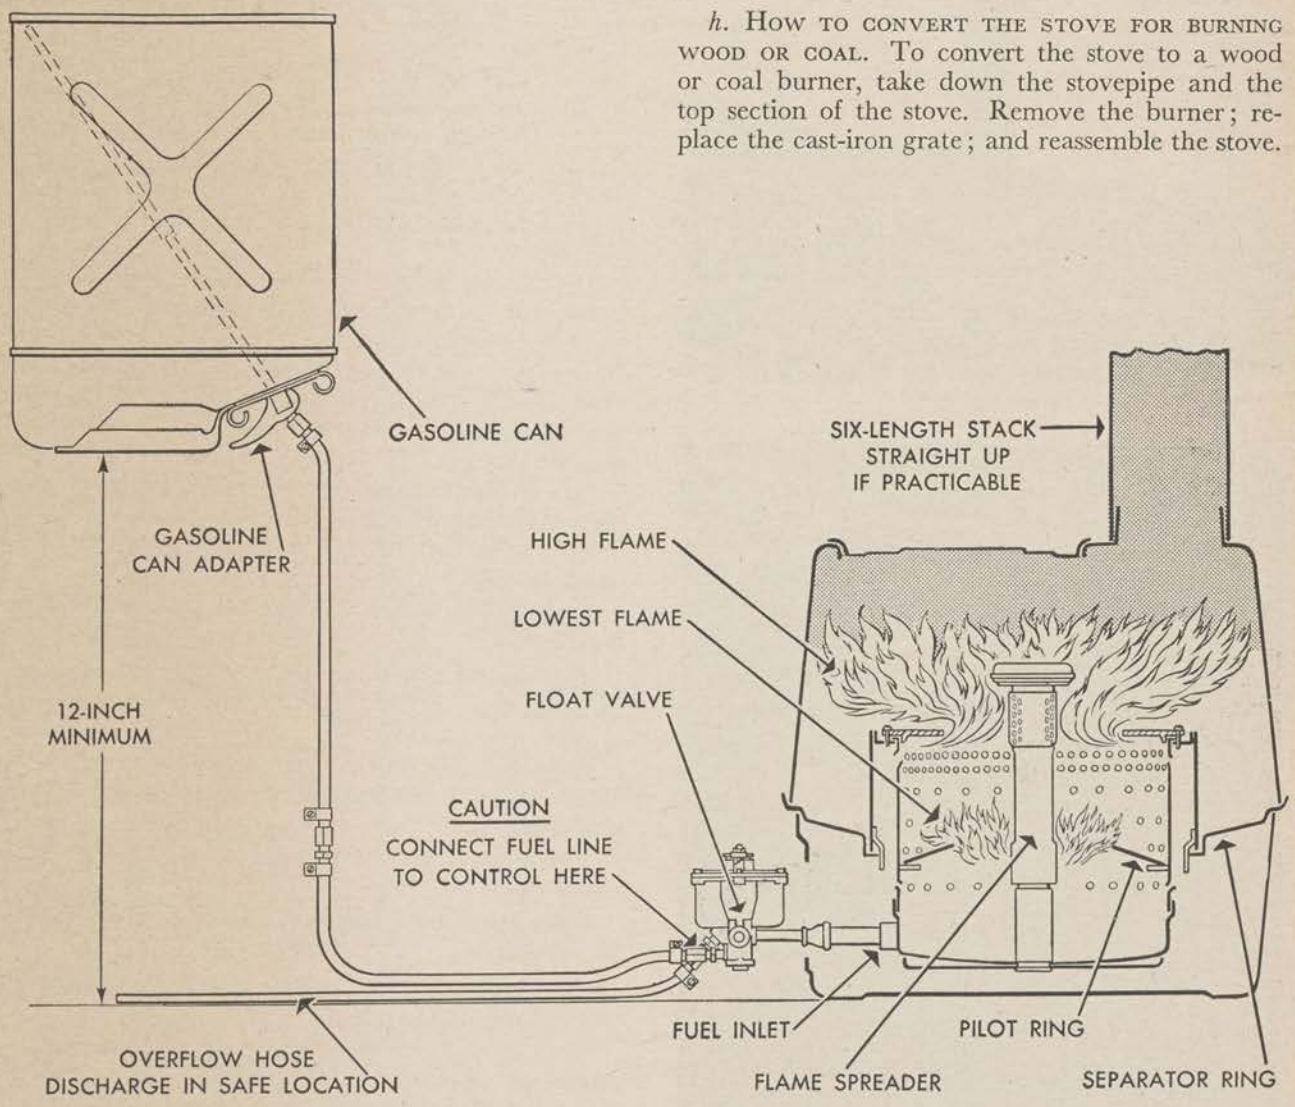

Figure 88. Burner, oil, stove, tent, M1941 (65–N–1375).
72. How to Assemble and Operate Oil Burner Outfit (stock No. 65–N–1375) (see fig. 88)